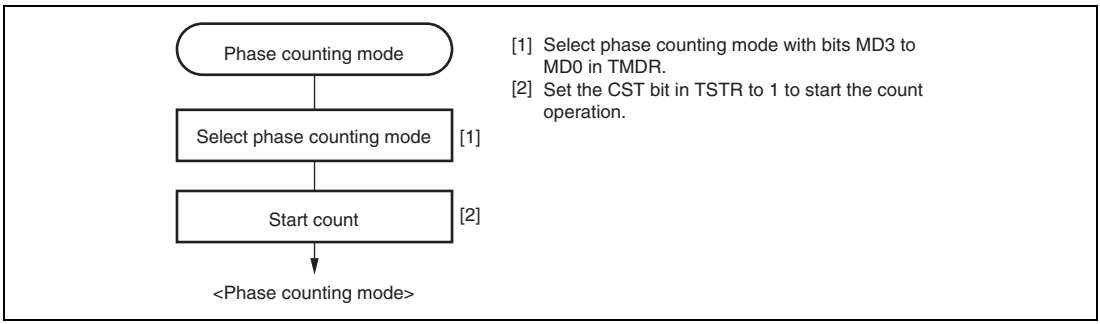

**Figure 10.24 Example of Phase Counting Mode Setting Procedure**
**Example of Phase Counting Mode Setting Procedure:** Figure 10.24 shows an example of the phase counting mode setting procedure.